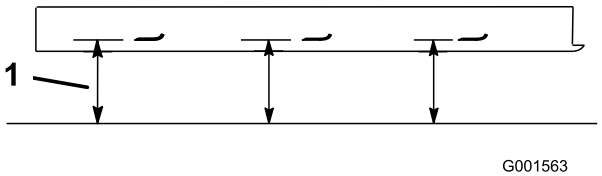

Figura 55
2. Mida desde una superficie nivelada hasta el filo de corte, posición A, de las cuchillas (Figura 55). Anote esta dimensión.